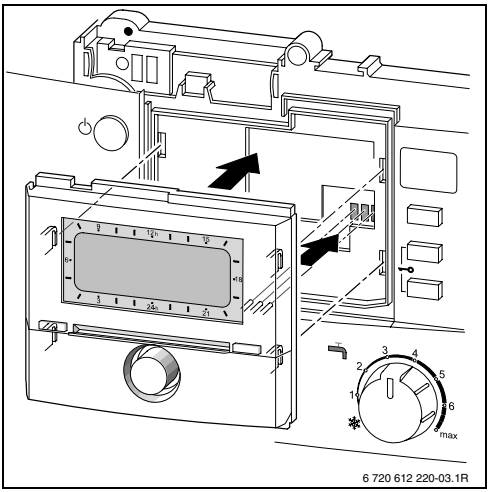

Bild 6
- Mit dem Einbau des Reglers wird automatisch die BUS-Verbindung über die drei Kontakte hergestellt (Bild 6 auf Seite 10).